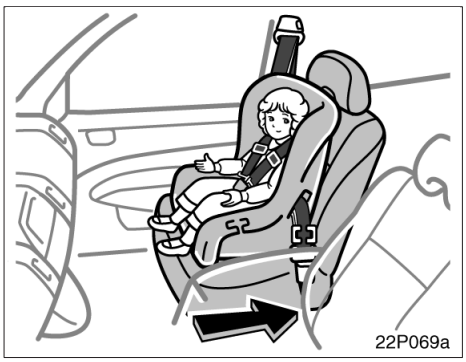

BILD 1
- När du använder en framåtvänd barnstol på framsätespassagerarplatsen skall du alltid skjuta sätet så långt bakåt som möjligt. (Se Bild 1.)